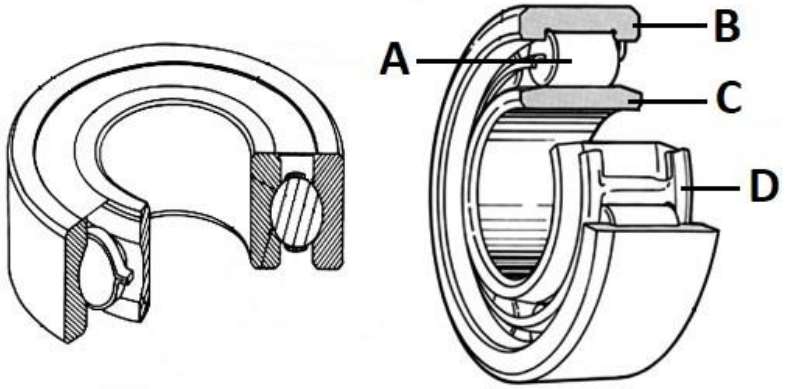

FIGURE 2 (4)
3.1 FIGURE 2 below shows two anti-friction bearings. Name the TWO anti-friction bearings shown. (2)
3.2 Name the parts indicated in FIGURE 2 by writing only the answer next to the letter (A–D) in the ANSWER BOOK.